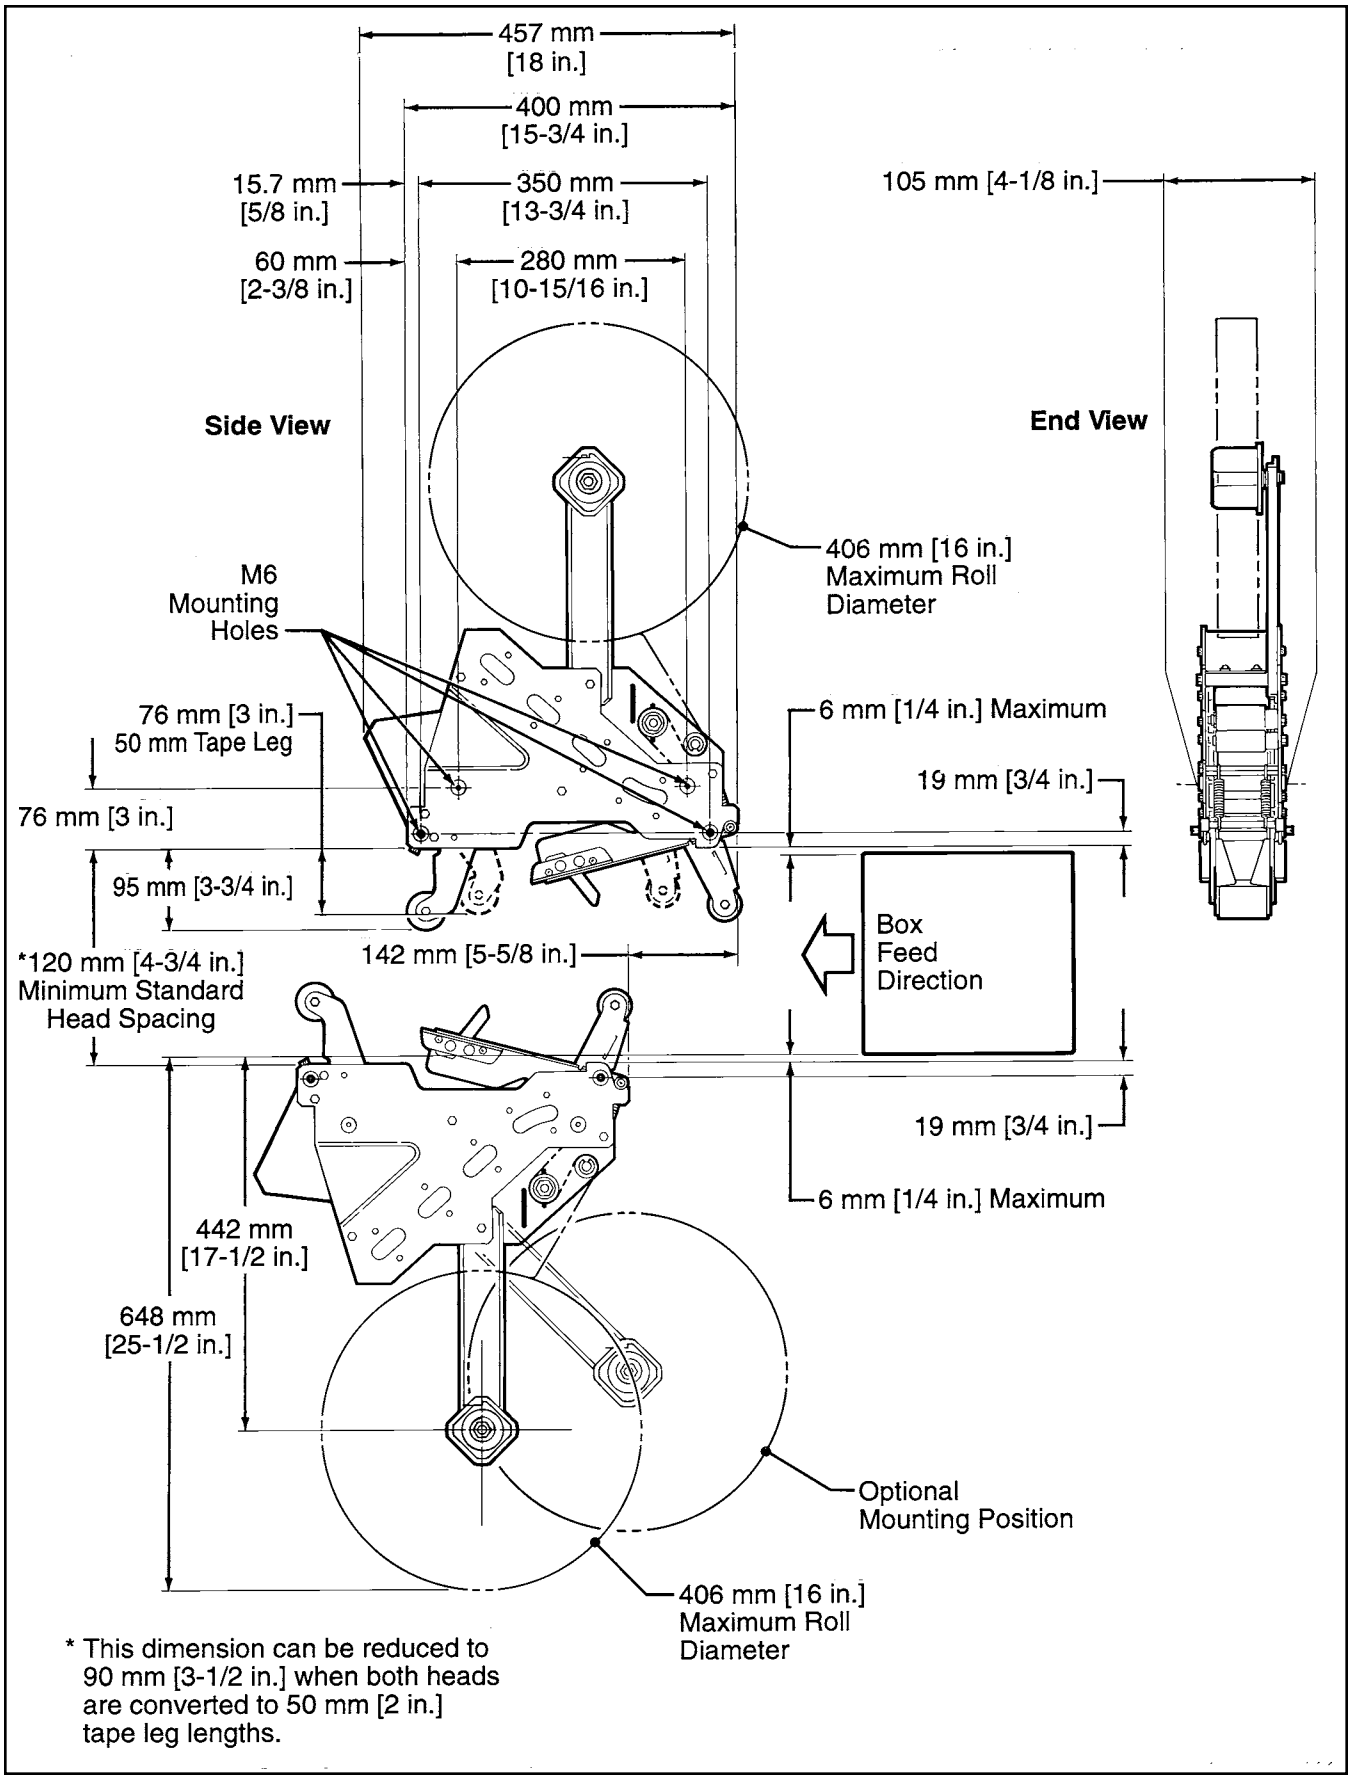

Figure 2-1 – Dimensional Drawing
It can be mounted for top taping or bottom taping. Refer to "Box Size Capacities," as well as Figure 2-1 in the Specifications section, for the following points in making such installations:
3. Figure 2-1 illustrates the typical mounting relationship for opposing taping head assemblies to allow taping of box heights down to 90 mm [3-1/2 inches]. **To tape box heights down to 70 mm [2-3/4 inches], the taping heads must be completely staggered so only one tape seal is being applied at one time.**